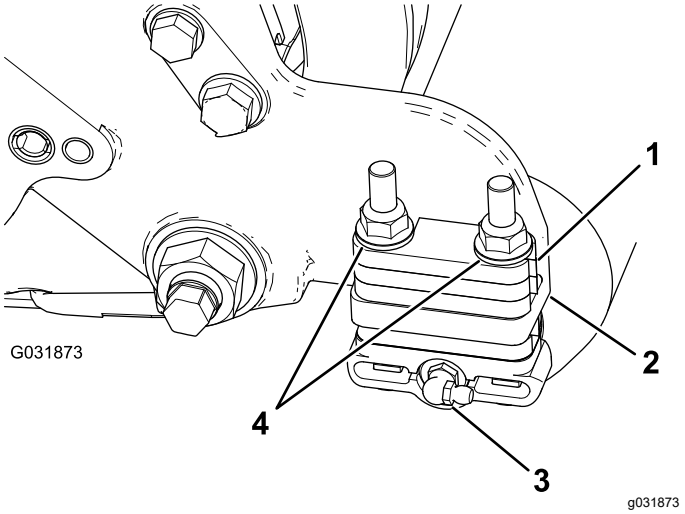

Figura 9
1. Retire el engrasador del rodillo del lateral de la unidad de corte donde está situado el alojamiento del cepillo del rodillo (Figura 9).
3. Retire las 2 contratuercas con arandela prensada que sujetan cada soporte de rodillo a las chapas laterales (Figura 9).